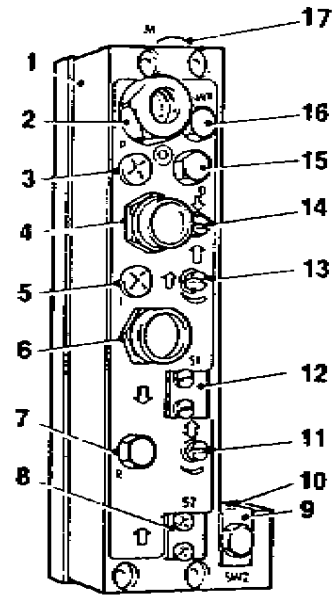

FIGURE 3 VALVE BLOCK MODULE COMPLET
CONTROL VALVE (FIGURE 3)
Fully open the Figure 3 (13).
Close Figure 3 (11/14).
Connect the air supply and press Figure 3 (6).
Adjust Figure 3 (11/13/14) to give the required adva feeds for the operation.
Carry out a set of trial drillings to determine the ideal a HCU settings using Figure 3 (11/14).
Adjust Figure 3 (11/13/14) to give the required advance, retract feeds for the operation.
Carry out a trial tapping operation and inspect the finished thread form, adjust as necessary Figure 3 (11/13/14) and repeat until information in NOTES 1 and 2 are satisfied.